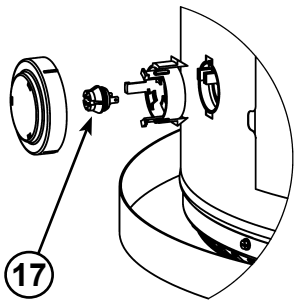

Figure 5.
17. Flammable Vapor Sensor (under cover) (see Figure 5)